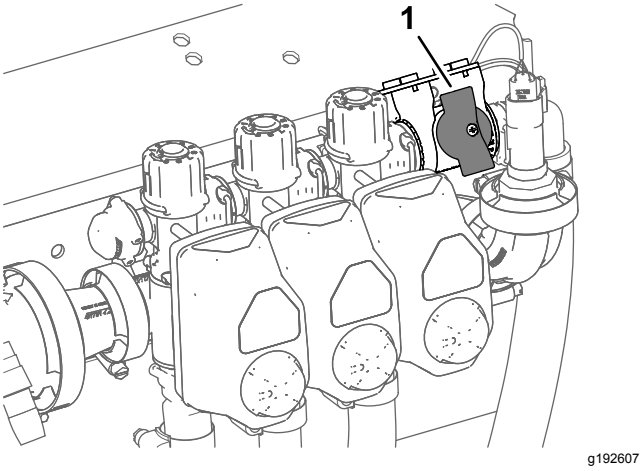

Figur 40
4. Om maskinen används i spruthastighetsläget måste du kontrollera att vredet för avstängningsventilen för sektionsöverströmning är i stängt läge (Figur 40).
5. Om maskinen används i spruthastighetsläget måste du kontrollera att avstängningsventilen för sektionsöverströmning är stängd (Figur 40).